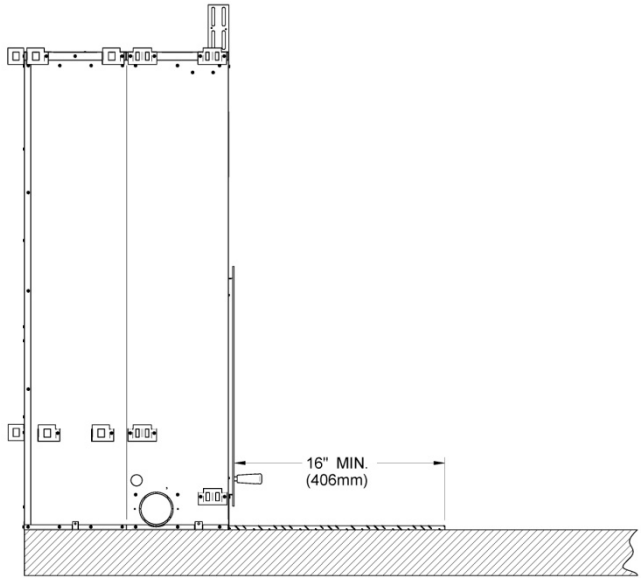
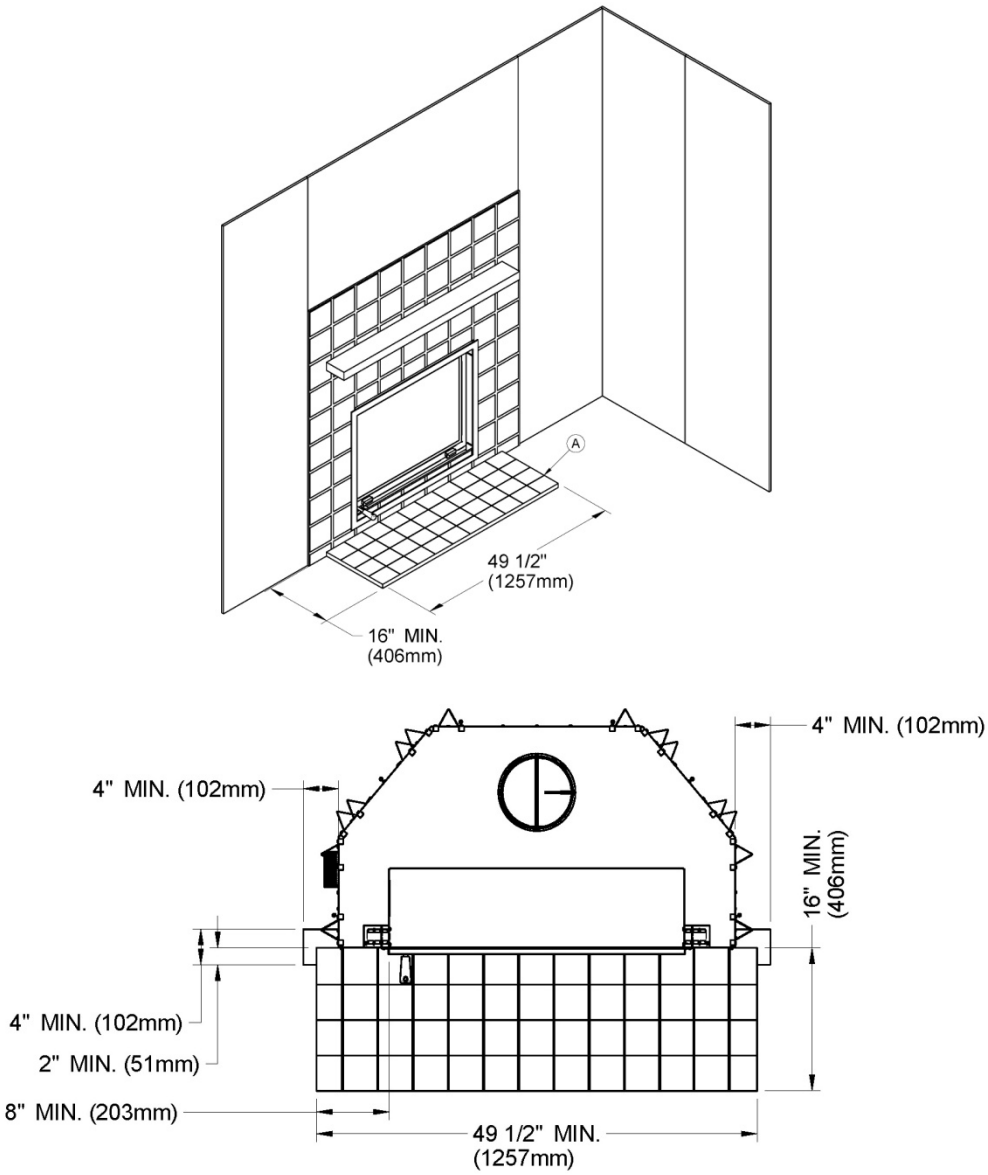

**Figure 8** Installation du foyer sur une base surélevée
**Figure 10**
La zone d'extension de l'âtre **(voir (A) Figure 10)** doit mesurer au moins 16" (40 cm) en avant et au moins 8" (20 cm) de chaque côté de l'ouverture de la porte du foyer **(voir Figures 8 et 10)**. Le joint entre l'extension de l'âtre et le foyer doit être protégé par un matériel non-combustible, par exemple, une plaque de métal ou du coulis de ciment tel qu'illustrée à la **Figure 11**.